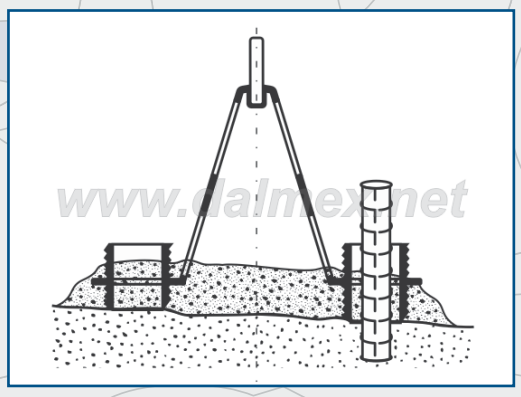

рис. 8
2.8.2.1. Допускается крепление рельс-форм через пластиковый винт в основание шурупом, дюбелем или арматурой, см. рис.8.